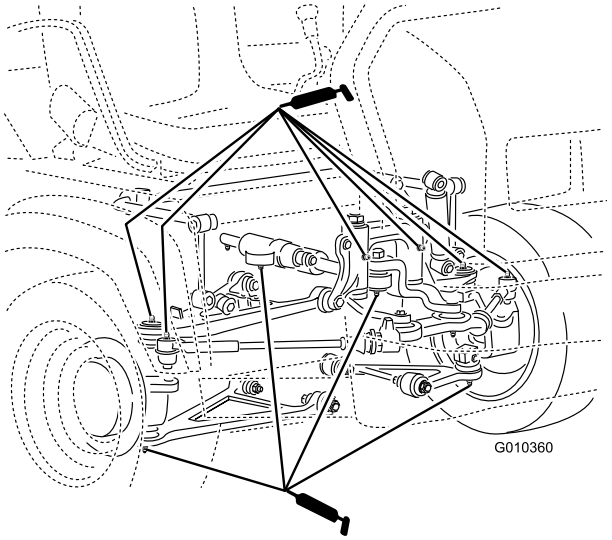

**Figur 36**
- Kugleled (4), forbindelsesstænger (2), drejebeslag og styretøjscylinder (2) (Figur 36)